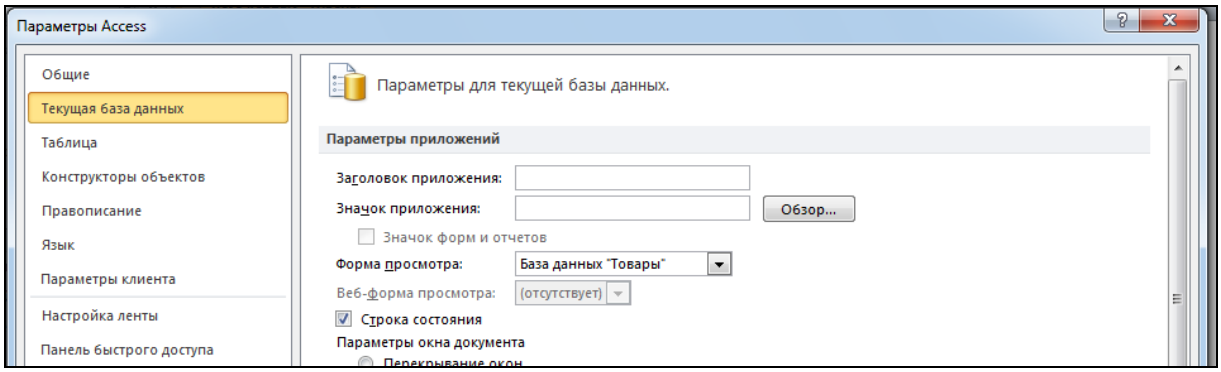

Рис. 7.26. Параметры запуска
3.12. Установить, чтобы при открытии базы данных на экране автоматически появлялась форма *База данных «Товары»*. Для этого выбирается вкладка *Файл*, команда *Параметры*, раздел *Текущая база данных* и в строке *Форма просмотра* – имя формы *База данных «Товары»* (рис. 7.26).